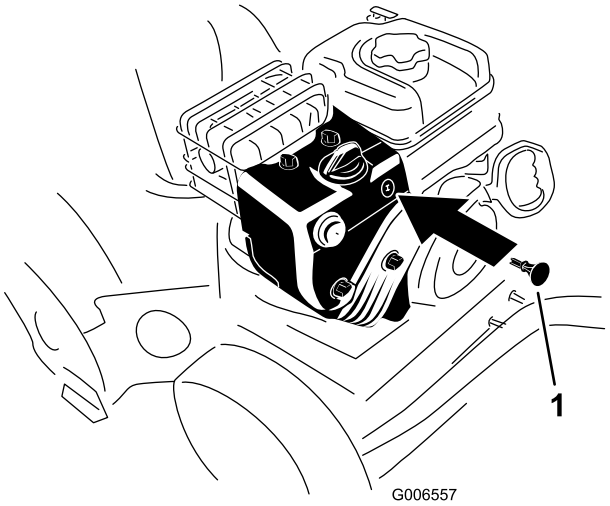

Figur 25
3. Sätt i tändningsnyckeln (Figur 25).